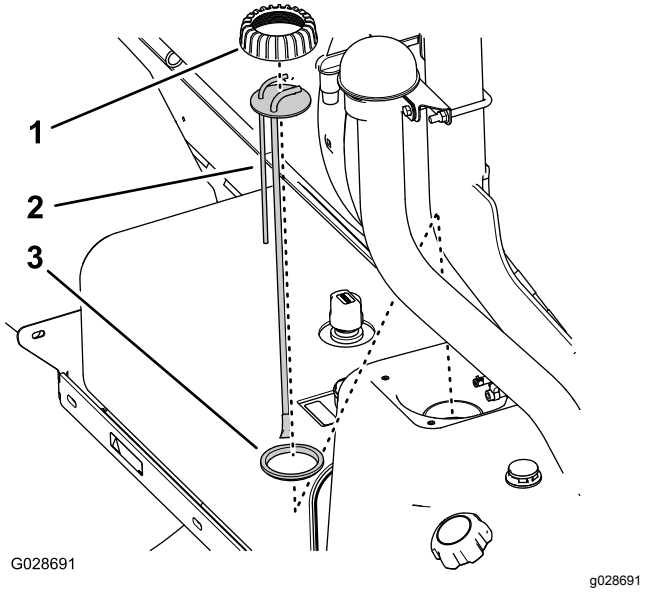

Figur 77
5. Drej standrørsdækslet mod uret for at fjerne dækslet (Figur 77).
6. Løft brændstofstandrøret/-afsenderen ned fra brændstoftanken (Figur 77).
1. Monter standrørsdækslet over standrøret, og monter standrøret på pakningen (Figur 77).
2. Juster dækslet, standrøret og pakningen efter tanken, og indsæt forsigtigt det nye standrør i brændstoftanken (Figur 77).
3. Skru dækslet fast på brændstoftankens studs, og spænd den med håndkraft (Figur 77).